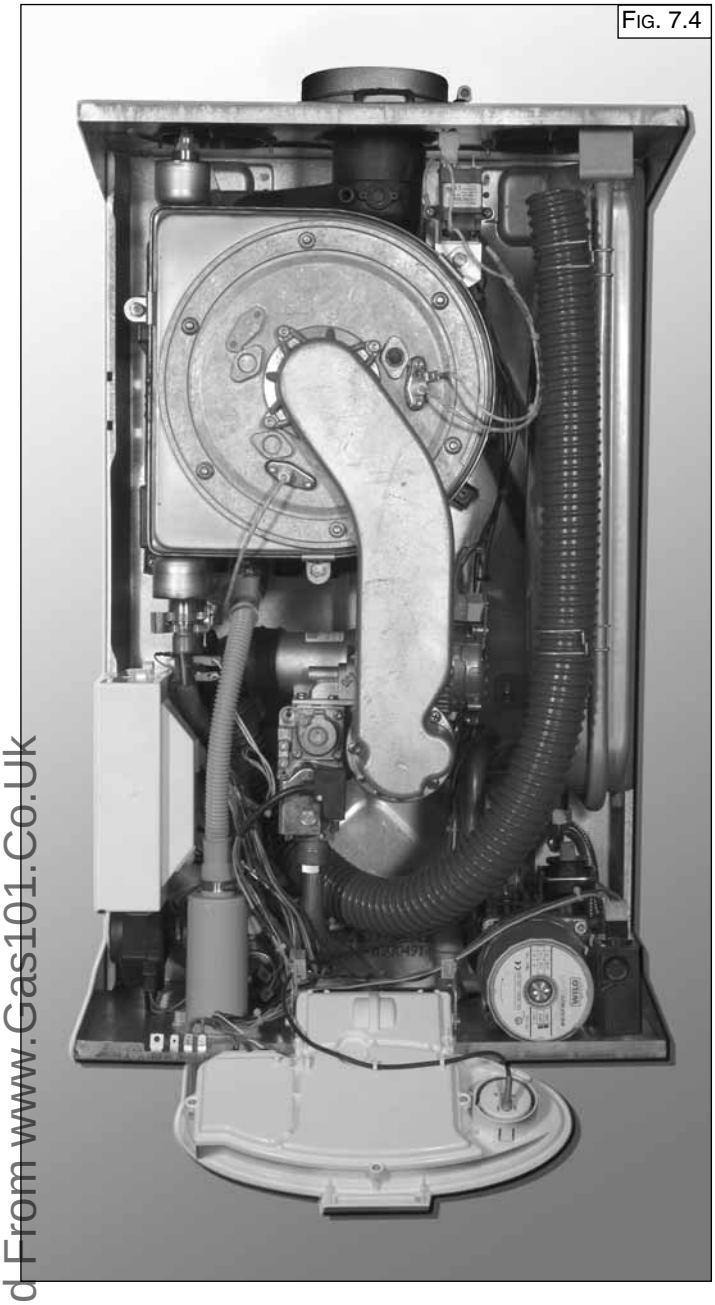

FIG. 7.4
4. Lower the control panel (Fig. 7.4)